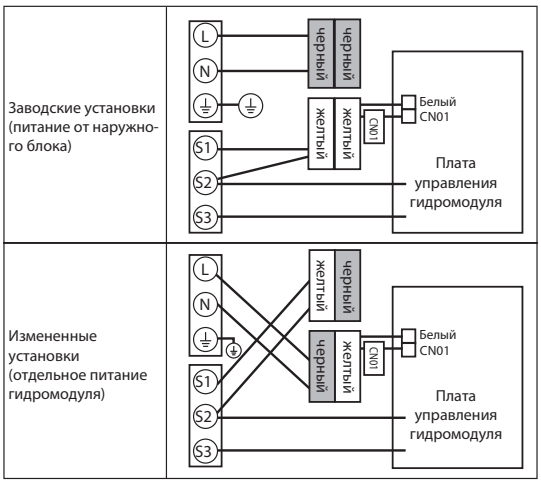

Рис. 3.2.11
- Измените подключение разъемов в блоке управления гидромодуля (смотрите. рис. 3.2.11.